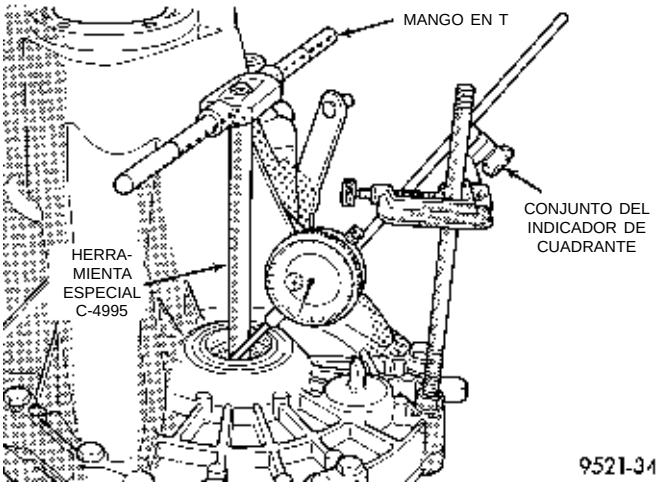

Fig. 141 Verificación del juego longitudinal de cojinetes del diferencial para determinar el espesor de los espaciadores
(1) Retire la cubeta de cojinete y el espaciador existente de la caja de la cubierta del conversor del embrague.
(2) Aloje la nueva cubeta de cojinete en la caja de la cubierta de conversor (o utilice una cubeta que se haya esmerilado en el borde externo para facilitar la medición).
(3) Aloje la nueva cubeta de cojinete en el costado de la caja de engranajes.
(4) Lubrique los cojinetes del diferencial con líquido para transejes manuales Mopar® tipo M.S.9417. Instale el conjunto del diferencial en la caja de engranajes del transeje. Monte la cubierta del conversor del embrague sobre la caja de engranajes. Instale y apriete los pernos de la caja con una torsión de 29 N·m (21 lbs. pie).
(5) Emplace el transeje con la cubierta del conversor boca abajo en el banco de trabajo mediante gatos de carpintero. Emplace el indicador de cuadrante.
(6) Aplique una carga mediana al diferencial mediante la herramienta C-4995 y un mango en T en sentido descendente. Haga rodar el conjunto del diferencial hacia adelante y atrás varias veces. De esta forma se asentarán los cojinetes. Ponga a cero el indicador de cuadrante. Para obtener lecturas de juego longitudinal, aplique una carga mediana en sentido ascendente mientras hace rodar el conjunto del diferencial hacia adelante y atrás (Fig. 141). Registre el juego longitudinal.